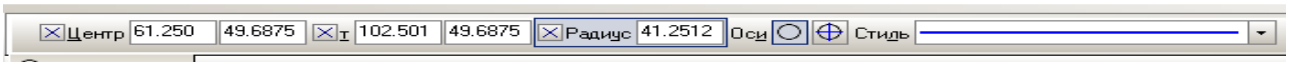

Рис. 11.11. **Панель свойств** для редактирования построенной по трем точкам окружности.
3.9. Перейдите в режим редактирования, т.е. щелкните на окружности два раза. Вы видите строку параметров объекта – построенной окружности (рис. 11.11).